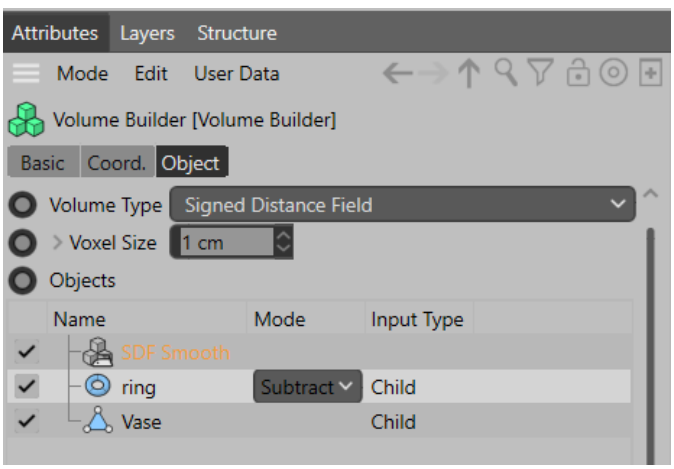

Figure 3-85 *The* ***SDF Smooth*** *layer added to the* ***ObjectProperties*** *area*
11. Select *Volume Builder* in the Object Manager. In the Attribute Manager, make sure the **Object** button is chosen. In the **Objects** area, select **ring** from the list displayed and then choose the **SDF Smooth** button; the **SDF Smooth** layer is added to the list in the **Objects** area, as shown in Figure 3-85.